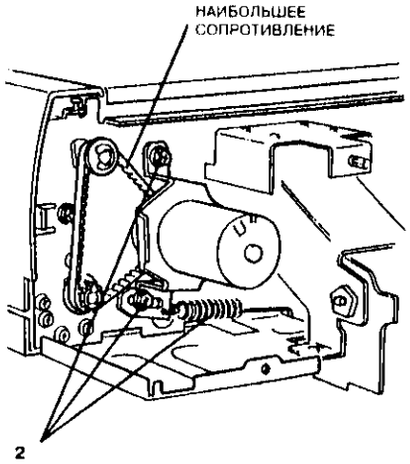

Рисунок 1. Регулировка ремня привода вывода
1. (Рисунок 1) Вручную поворачивайте ремень привода до тех пор, пока не почувствуете наибольшее сопротивление. В этом положении отрегулируйте натяжение ремня.